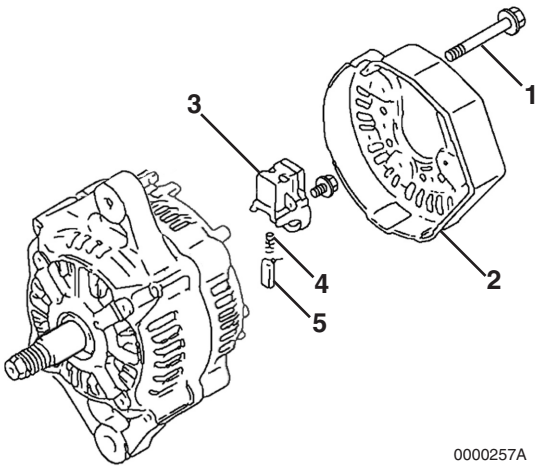

Figure 11-6
2. Remove the three bolts **(Figure 11-6, (1))** retaining the rear cover **(Figure 11-6, (2))** to the rear frame assembly.
3. Remove the brush holder **(Figure 11-6, (3))**. Remove the brush springs **(Figure 11-6, (4))** and brushes **(Figure 11-6, (5))**.